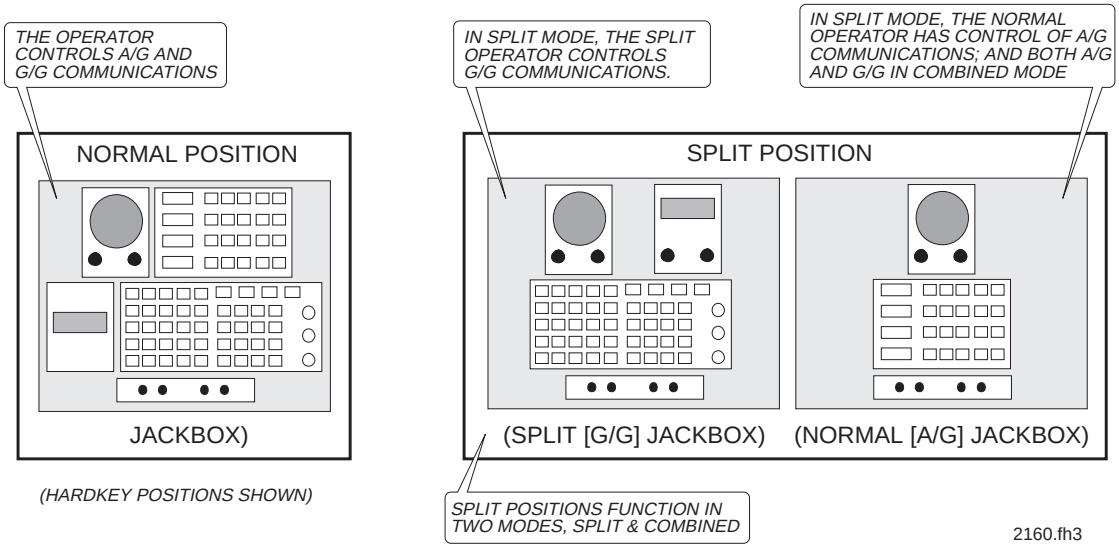

***Figure 4-18. Normal and Split Positions***
**Figure 4-18** illustrates typical hardkey normal and split positions.